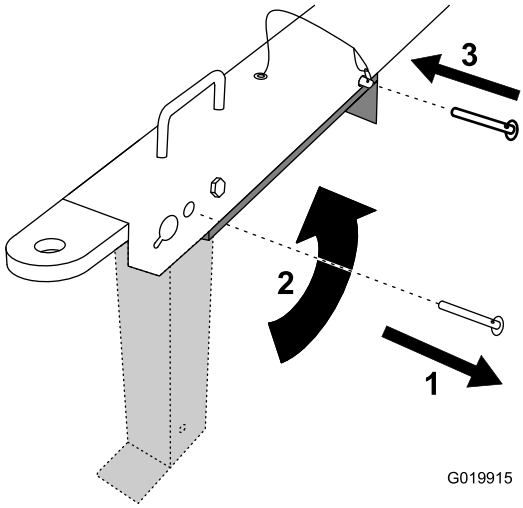

Figura 21
7. Retire el pasador de horquilla de la pata estabilizadora delantera y de la barra de tracción (Figura 21).
8. Gire la pata estabilizadora delantera hacia arriba e introdúzcala en la barra de tracción (Figura 21).
9. Introduzca el pasador de horquilla por el taladro trasero de la lengüeta y la pata estabilizadora delantera (Figura 21).